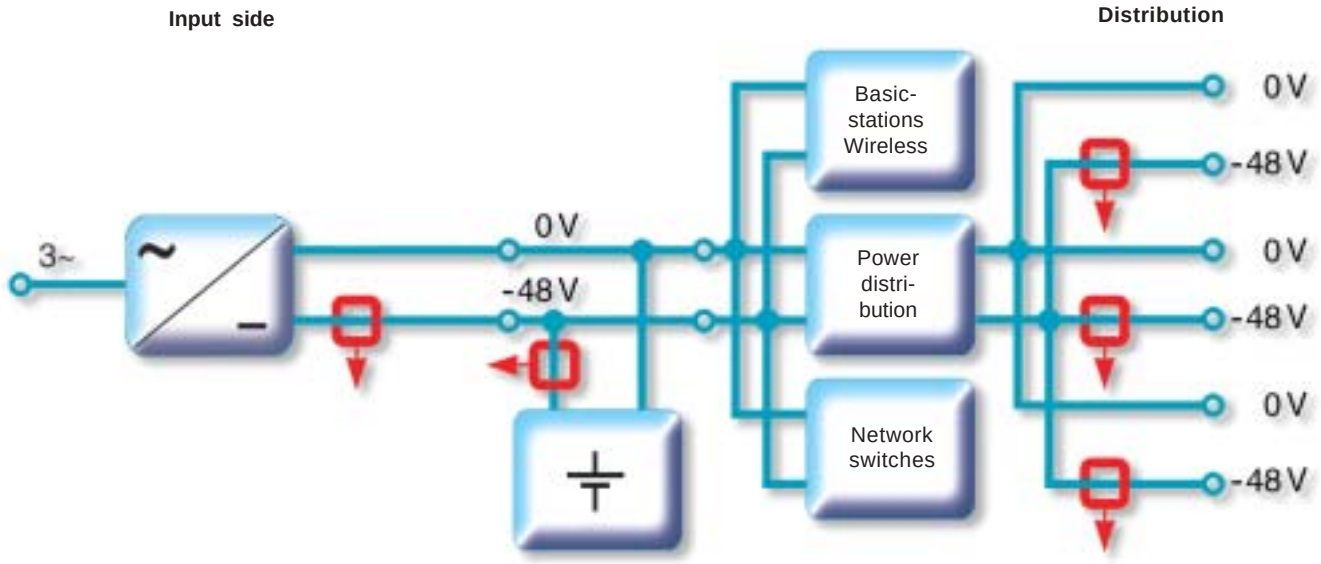

Fig.10: Current measurements in TeleCom power supply applications
(Fig. 10, left side of a large three phase rectifier)
2. Battery banks are installed to backup the switches. The battery bank currents for charge and discharge range from 200A to1000A, and are typically monitored using resistive shunts. The trend is to replace these shunts with current transducers, due to the insertion losses of resistive shunts. Ideally, split core transducers can be used for ease and speed of installation. This is a **Battery Monitoring application** (Fig. 10)
3. LEM split core current transducers are also used to measure output current in TeleCom Power Distribution applications, where current levels from 30A to 100A are present. (Fig. 10, right side).